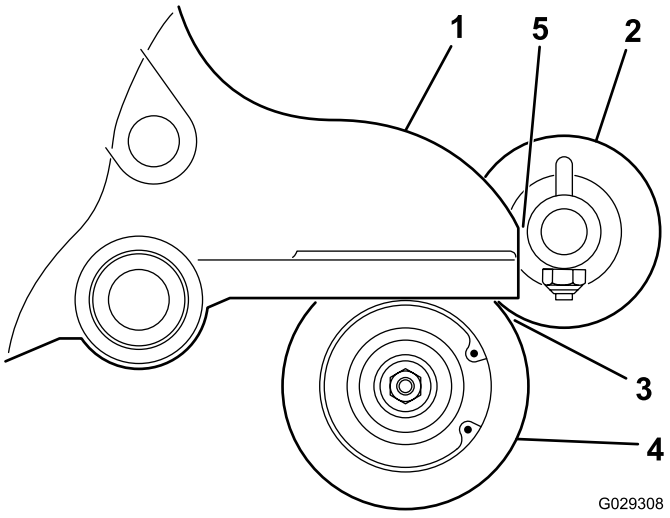

Рисунок 14
16. Расположите щетку катка так, чтобы она только слегка соприкасалась с задним катком (Рисунок 14).